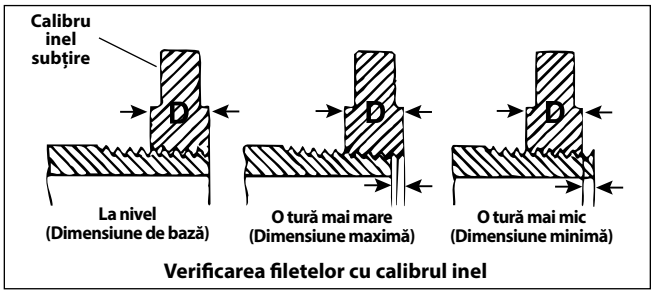

Figura 16 – Verificarea dimensiunii filetului
3. Verificați dimensiunea filetului. Metoda preferată a verificării dimensiunii filetului este un calibru inelar. Există diferită tipuri de calibre inelare și utilizarea lor poate diferi față de ce este arătat în *Figura 16*.